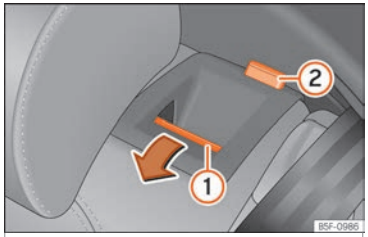

Fig. 112 Banco traseiro: rebater o encosto.
• Pressione o botão de desbloqueio ››› Fig. 112 ① para a frente e, ao mesmo tempo, rebata o encosto. O encosto traseiro está desbloqueado quando se vê uma marca vermelha no botão ②.